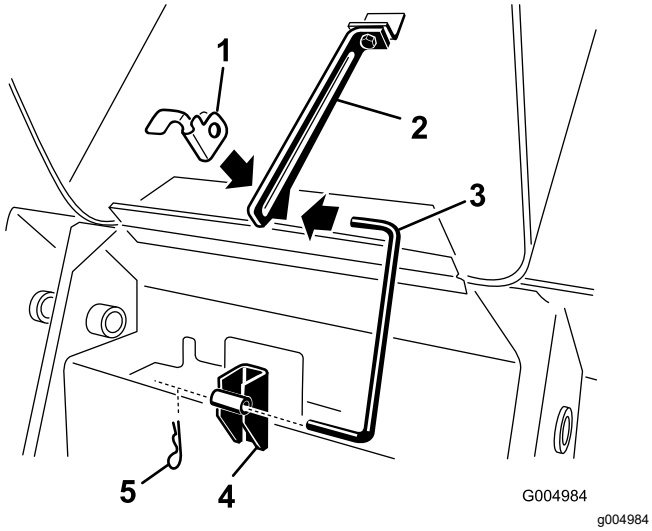

Rysunek 41
4. Wyciągnij zawleczkę z dolnego końca podpórki maski i wysuń podpórkę z uchwytów oraz zdejmij ją z zaczepu (Rysunek 41).
8. Zamocuj podpórkę w uchwytach oraz na zaczepie, a następnie zabezpiecz ją za pomocą zawleczki (Rysunek 41).